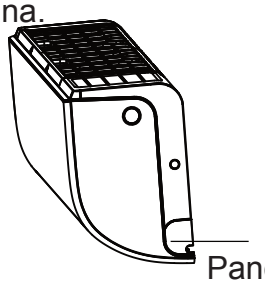

Fig. 3.8
2. Dacă orificiul din perete se află în spatele unității, păstrați panoul de îndepărtat la locul său. Dacă orificiul din perete este pe partea laterală a unității interioare, îndepărtați panoul din partea laterală a unității (consultați Fig. 3.8). Acest lucru va crea o fantă prin care conducta poate ieși din unitate. Utilizați clești cu vârf ascuțit dacă panoul din plastic este dificil de îndepărtat cu mâna.